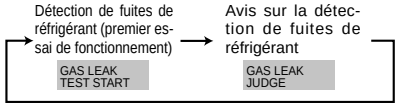

Fig. 8-2
② Appuyer sur la touche CLOCK ▽ et sélectionner [GAS LEAK TEST START] ([LANCER TEST DE FUITE DE GAZ]). (Fig. 8-2)